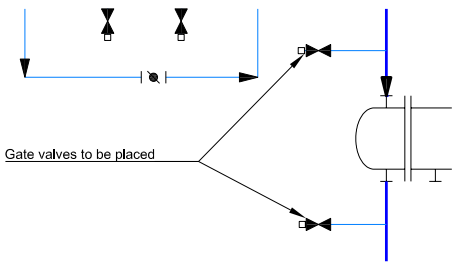

Figure 2-69 *Locations of the secondary lines and gate valves*
17. Similarly, create secondary lines and place the plugs and gate valves at the locations shown in Figure 2-69.